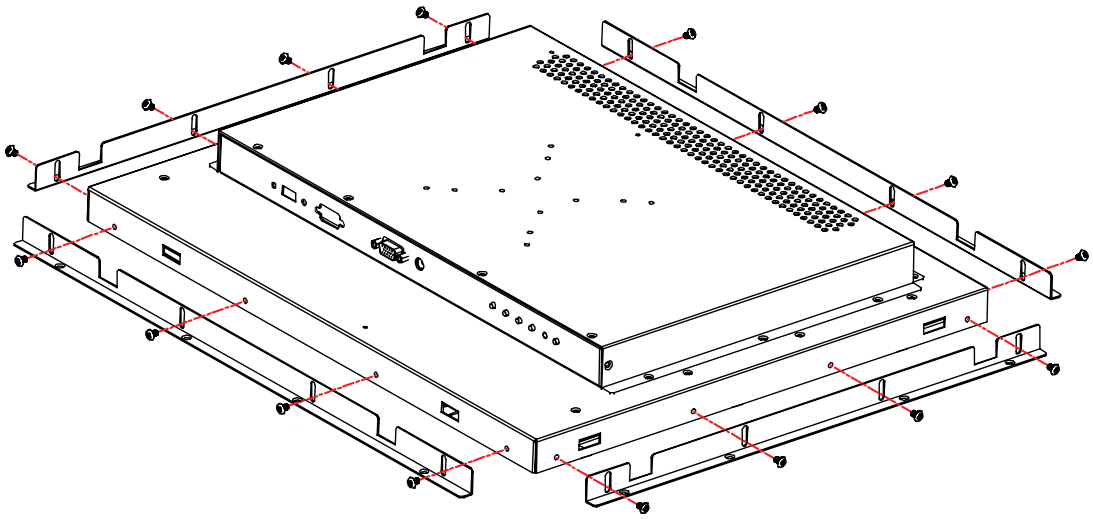

Figure 3.1 ES-2100 Open frame mounting bracket
1. Place the ES-2100:LCD open frame face down on a flat surface and lay out all the four mounting brackets and screws, (*See figure 3.1*).